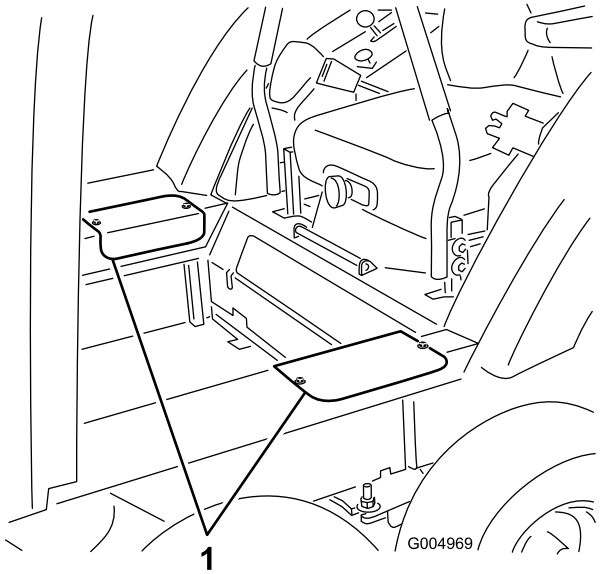

**Rysunek 40**
1. Odkręć dwie śruby mocujące pokrywy dostępowe z każdej strony, a następnie zdejmij pokrywy (Rysunek 40).